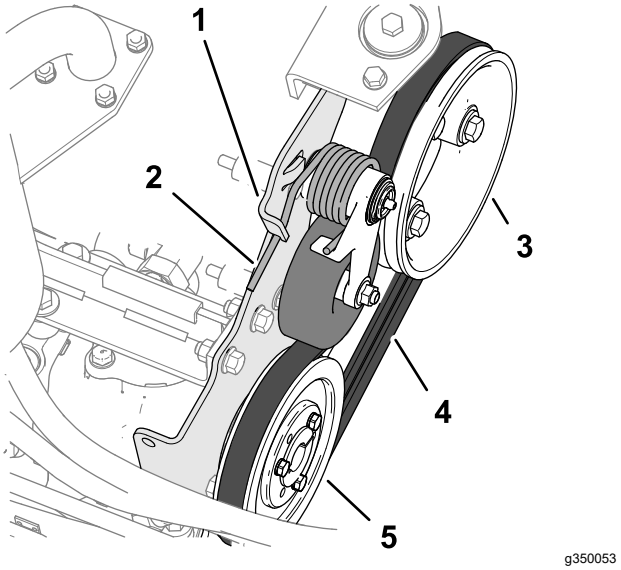

Figur 88
2. Tryck änden av fjädern för remspänning ned och ut genom skåran i pumpmonteringsbeslaget. Flytta sedan fjäderns ände framåt (Figur 88).